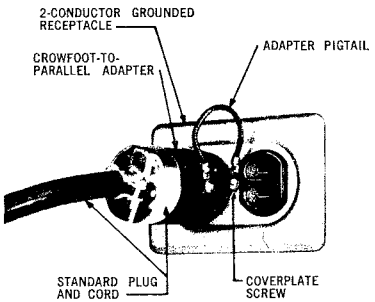

Fig. 10 — Grounded 2-Conductor Receptacle
5.03 Where it is known that a building is wired with metallic conduit, armored cable, or nonmetallic sheath cable with a grounding conductor, the outlet boxes may be grounded. Under these conditions and only after it has been found that the boxes are grounded, the grounding pigtail terminal on the adapter or plug may be fastened under the coverplate screw of the receptacle. (See Fig. 10).
5.04 In grounding to a 2-Conductor receptacle (Fig. 10), connect pigtail to coverplate screw before inserting adapter into the receptacle.